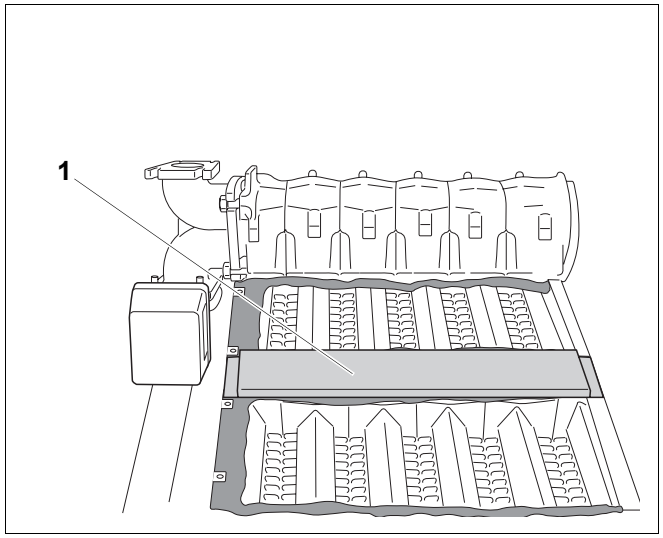

Rys. 34 Nałożenie elementu środkowego
- Element środkowy (rys. 34, **poz. 1**) należy ułożyć równo z przednią krawędzią kotła grzewczego.
- Ułożyć równo element środkowy (rys. 34, **poz. 1**) i przykręcić go od przodu śrubą z łbem płaskim 3,9 x 9,5.